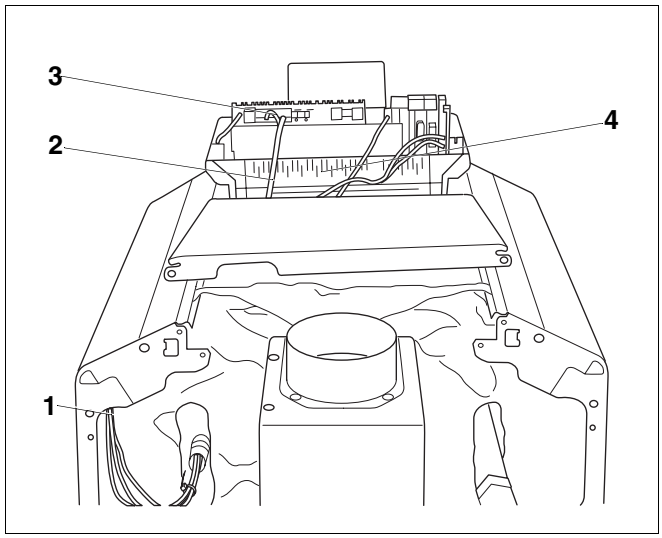

Rys. 16 Prowadzenie kabla i połączenie wtykowe
- Poprowadzić zewnętrzne przewody elektryczne oraz przewody przyłączeniowe czujnika zaniku ciągu kominowego od tyłu przez wlot kabla (rys. 16, **poz. 1**) do sterownika.
- Przyłącza elektryczne (wtykowe) (rys. 16, **poz. 3**) w sterowniku wykonać zgodnie z załączonym schematem ideowym.
- Połączenie wtykowe przewodu palnika (rys. 16, **poz. 2**) wykonać zgodnie ze schematem ideowym.